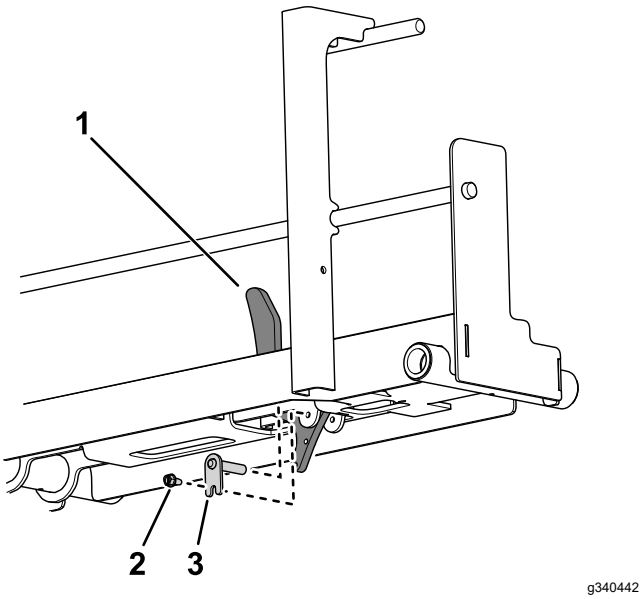

Figur 12
4. Använd en fästsprint och en sexkantsskruv för att fästa hjulstoppet på rampenheten (Figur 12).